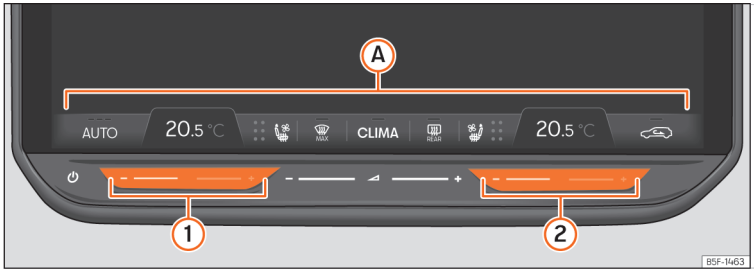

**Fig. 113** Schematic representation: air-conditioning functions.
Fixed bar at the bottom of the Infotainment System screen ››› **Fig. 113** Ⓐ where the following Air Conditioning functions are located:
**OR:** use the touch zones ① and ② (blue / red) to adjust the temperature of the Air Conditioning ››› **Fig. 113**.
**SYNC** Synchronises the temperature settings from the driver's side to the front passenger and/or rear area. Activates the temperature control for the passenger side ››› Fig. 113 ② and/or rear zone to set a different temperature.